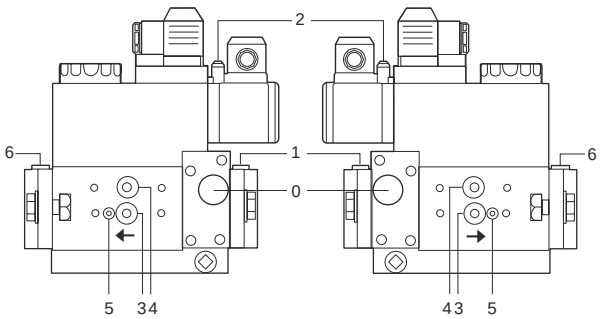
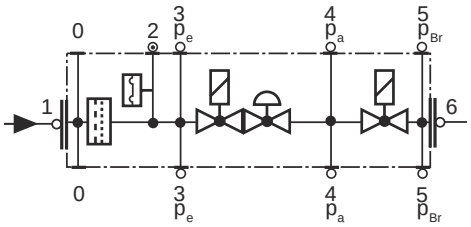

Fig. 26
Fig. 27
- Clean and examining the gas filter cartdrige, if necessary replace it (Fig. 26 on).
- Change the filter if the pressure difference between pressure connection 1 and 3 (Fig. 26-Fig. 27)is $\Delta p > 10$ mbar.
- Change the filter if the pressure difference between pressure connection 1 and 3 (Fig. 26-Fig. 27) is twice as high compared to the last check.